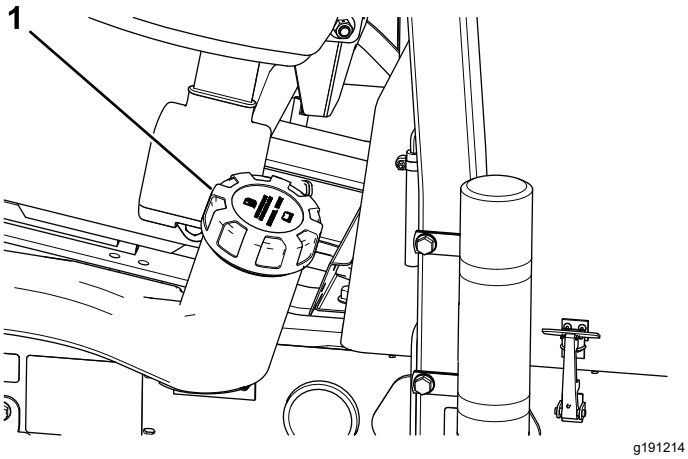

Figur 46
2. Rengör området runt tanklocket (Figur 46).